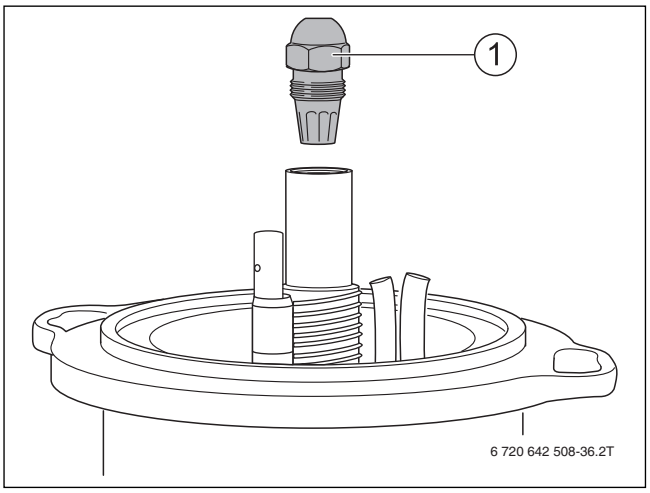

Fig. 35 Desserrer l'injecteur
- ▶ Dévisser l'injecteur (→ fig. 35, page 21).